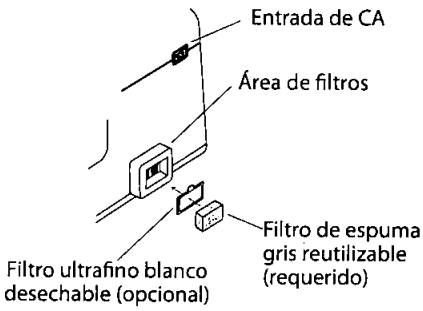

**FIGURA 3-1 INSTALACIÓN DEL FILTRO DE AIRE**
2. Coloque el filtro de espuma gris en el área de filtros como se muestra en la Figura 3-1.